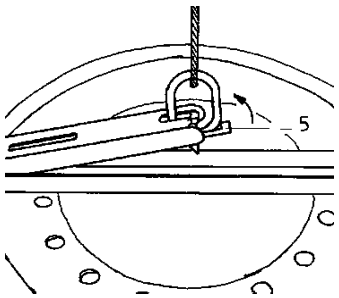

Abb. 6
- Nadat de vergrendelingshendel (5) is opgetild (fig. 6), wordt de grijper vastgezet en kan het frame voorzichtig ca. 10 cm worden opgetild.